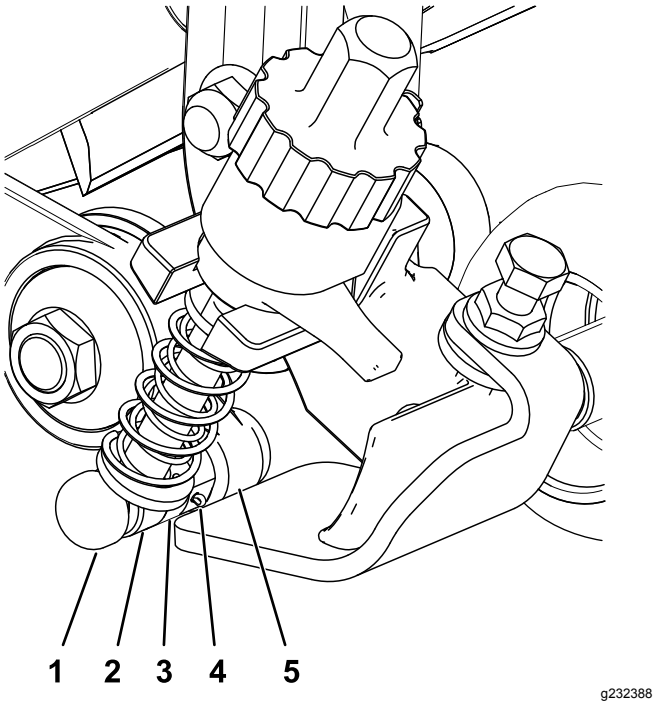

Figura 12
3. Sul lato del gruppo tendicinghia, allineate l'asta del braccio di regolazione della staffa dell'altezza di taglio al collare di regolazione sul gruppo tendicinghia e fissatela con un perno di regolazione e una coppiglia (Figura 12).